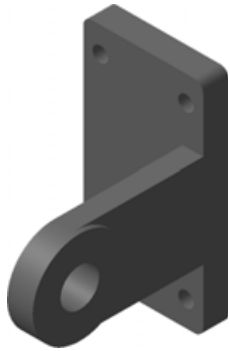

Рис. 5.134
- Закройте эскиз и примените к нему операцию **Вырезать выдавливанием** в прямом направлении, типом **Через все** (рис. 5.134).